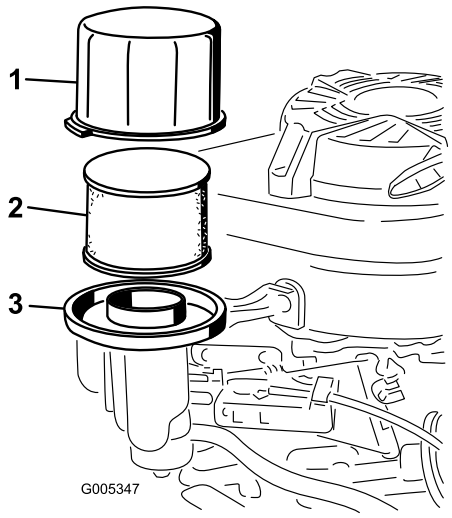

Figuur 26
3. Verwijder het luchtfilterdeksel en maak dit grondig schoon (Figuur 26).
4. Verwijder en controleer het papieren luchtfilterelement (Figuur 26) en gooi dit weg als het buitengewoon vuil is.
5. Verwijder het schuimelement en was dit met een mild reinigingsmiddel en water. Dep dit daarna droog (Figuur 26).